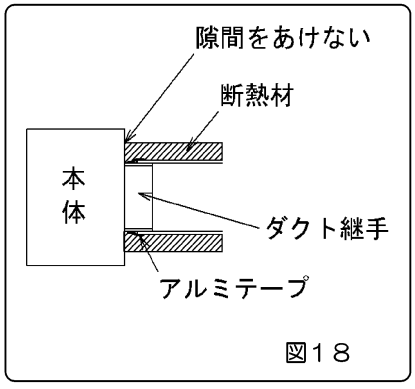

図１８
3. ダクトをダクト継手にしっかり差し込み、空気が漏れないようにアルミテープなどで接続部を巻いてください。（図１８）